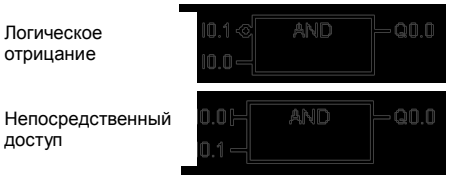

Рис. 5–5. Соглашения для FBD
- Обозначение отрицания: Логическое отрицание NOT [НЕ] или инверсия состояния операнда или потока сигнала изображается небольшим кружком на входе. На рис. 5–5 Q0.0 равно результату логической операции НЕ I0.0 И I0.1. Такое обозначение отрицания действительно только для булевых сигналов, которые могут быть заданы как параметры или поток сигнала.
- Индикаторы непосредственного управления: Как показано на рис. 5–5, редактор FBD изображает условие непосредственного управления булевым операндом вертикальной чертой на входе в команду FBD. Индикаторы непосредственного управления вызывают непосредственное чтение с указанного физического входа. Непосредственно управляемые операторы действительны только для физических входов.